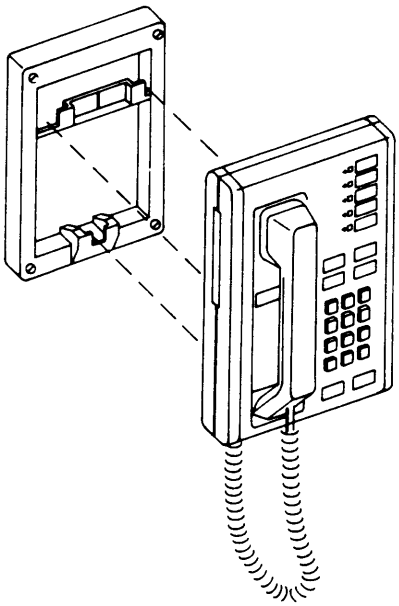

Figure 10
13. Gently slide the voice terminal down so the voice terminal tabs fit securely in the three mounting slots (see Figure 10). Forward pressure must be applied to the voice terminal so the terminal’s locking tab is depressed.